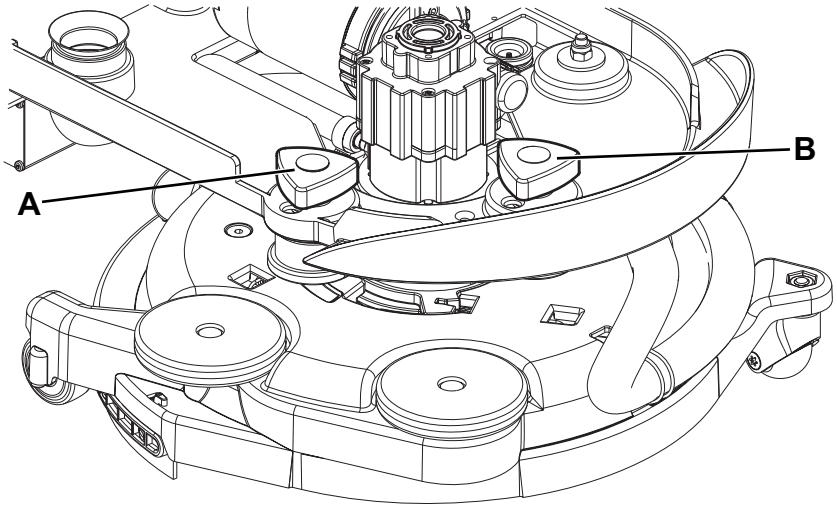

**Figure 5**
2. Régler la vitesse d'avance de la machine au moyen du bouton (A, Fig. 5) :
3. Si l'on relève que la machine a tendance à dévier de la direction d'avance rectilinéaire, il est possible d'agir sur le bouton (B) en le tournant dans le sens des aiguilles d'une montre ou dans le sens contraire pour corriger la déviation et obtenir un mouvement essentiellement neutre.